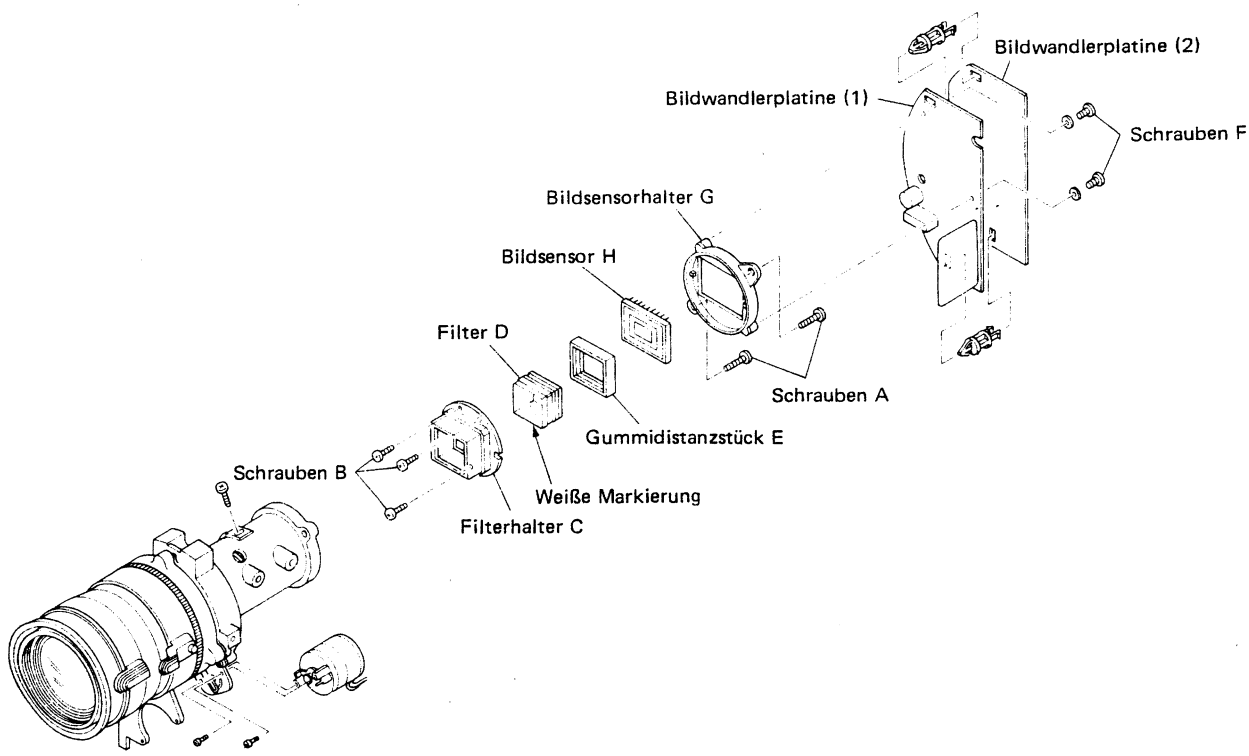

Abb. 1-3-1
1. Unter Bezugnahme auf Abb. 1-3-1 die beiden Schrauben F lösen. Den optischen Block von der Bildwandlerplatine trennen.